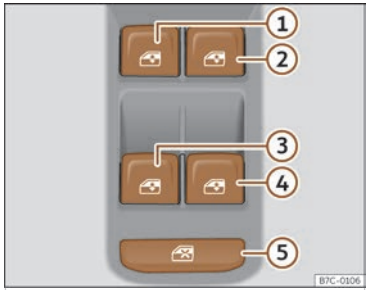

Abb. 59 Ausschnitt der Fahrertür: Schalter für die Fenster.
Mit dem Sicherheitsschalter ››› **(Abb. 59)** ⑤ in der Fahrertür können die Fensterheber-Tasten in den hinteren Türen außer Funktion gesetzt werden.